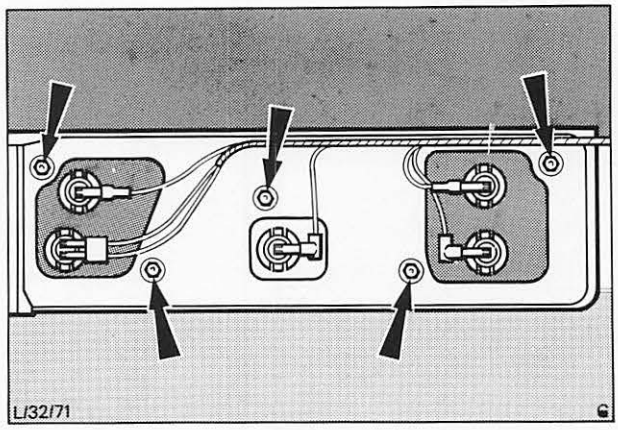

Abb. 19 Muttern – Rückleuchte (Pkw)
6. Rückleuchte mit Muttern sichern, Abb. 19.